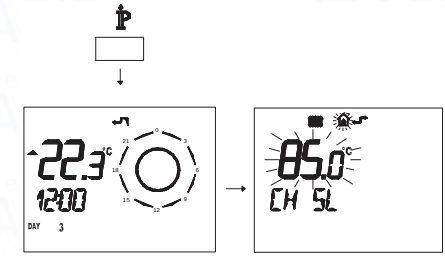

Fig. 7.25
- Press button ℹ for more than 3 seconds to enter in INFO (Fig. 7.25) mode.